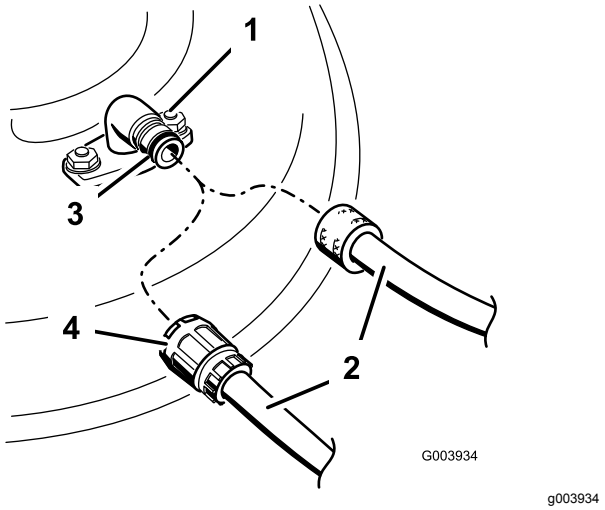

Figur 71
3. Fastgør slangekoblingen på enden af plæneklipperens vaskefitting, og skru helt op for vandet (Figur 71).